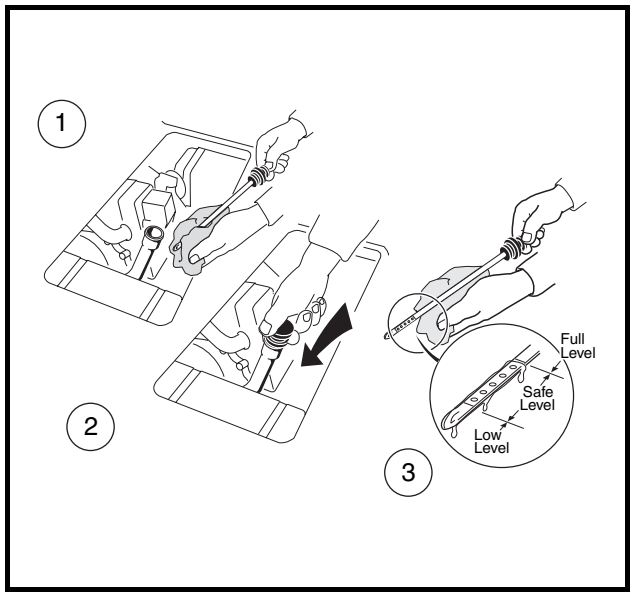

Figure 13-13 Check Engine Oil Level
9.1. With vehicle on a level surface, remove dip stick and clean with cloth **(Figure 13-13, Page 13-10)**.